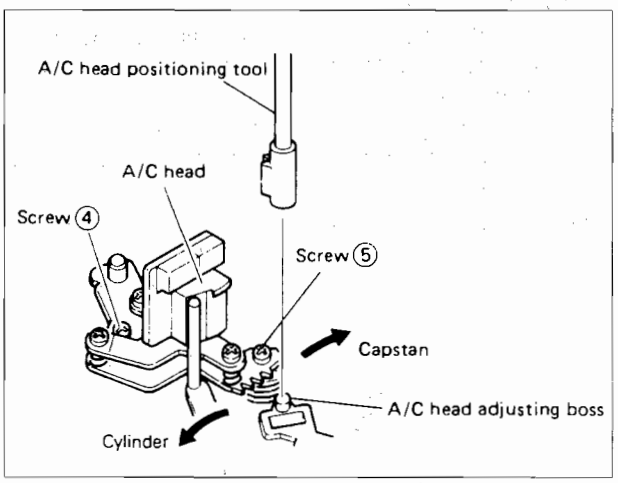

Fig. 2-5-2
4) If adjustment is required, slightly loosen screws ④ and ⑤. Set A/C head positioning tool on the A/C head adjusting boss as shown in Fig. 2-5-2.